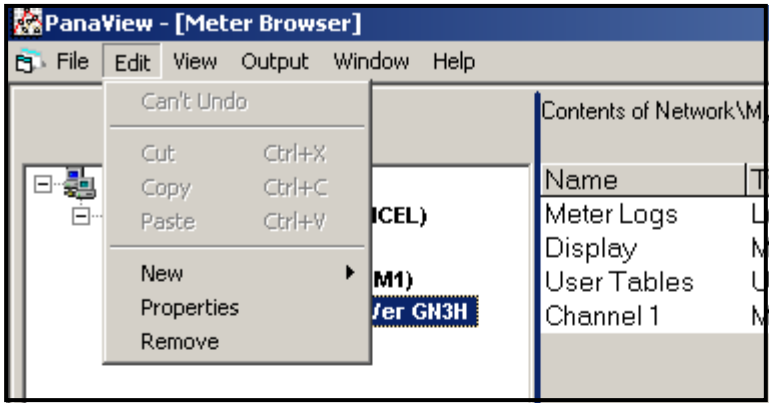

Figure 24: The *Properties* Option in the *Edit* Menu
2. Open the *"Edit"* menu and select the *"Properties"* option, as shown in *Figure 24*.